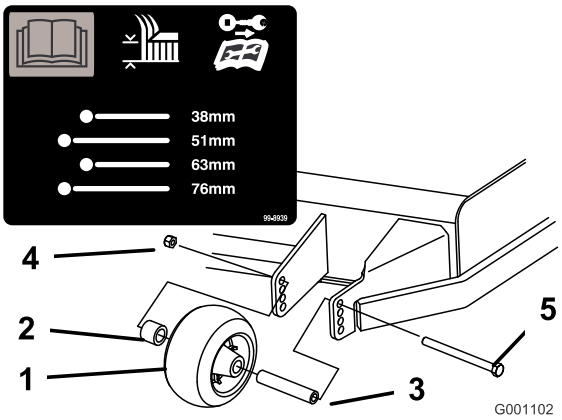
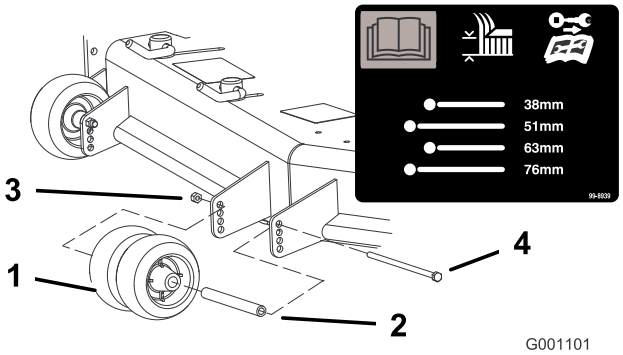
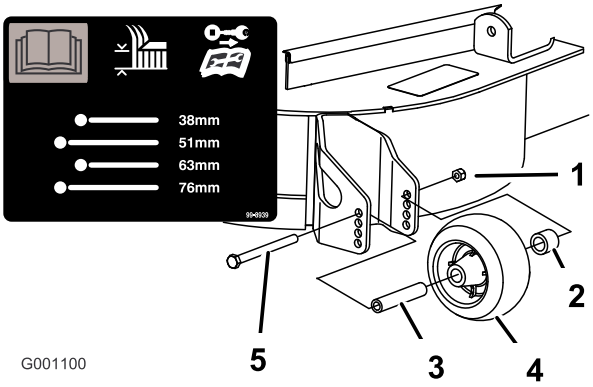

Figur 19
Figur 20
Figur 21
3. Når du har justeret klippehøjden, skal du justere rullerne ved at fjerne flangemøtrikken, bøsningen, afstandsklodsen og bolten (Figur 19, Figur 20 og Figur 21).
Bemærk: De to midterste ruller har ikke en afstandsklods (Figur 20).
5. Monter flangemøtrik, bøsning, afstandsklods og bolt. Spænd til 54–61 Nm (Figur 19, Figur 20 og Figur 21).